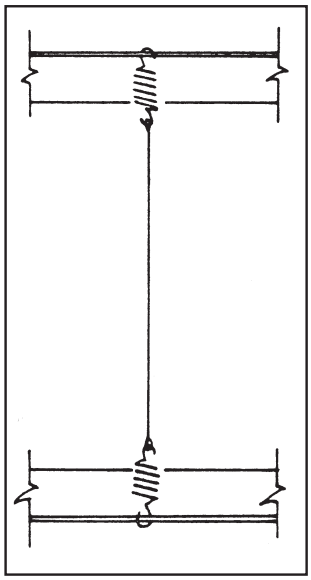

Figure 15 Correct Ionizer Wire Position
9.1 IONIZER WIRE REPLACEMENT (REFER TO FIGURES 15 AND 16)